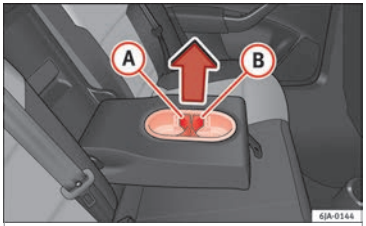

Fig. 151 Rear seats armrest: drink holder
Use the detachable parts (A) and (B) ››› **Fig. 151** to change the size of the holes.
– Remove part (A) or (B) in the direction indicated by the arrow and replace in the required position in the drink holder.